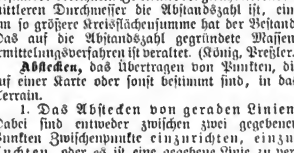

Fig. 1.
1. Das Abstecken von geraden Linien: Dabei sind entweder zwischen zwei gegebenen Punkten Zwischenpunkte einzurichten, einzufluchten, oder es ist eine gegebene Linie zu verlängern. Keine Schwierigkeit. Besondere Fälle: a) Fig. 1. Zwischen *a* und *b* soll eine